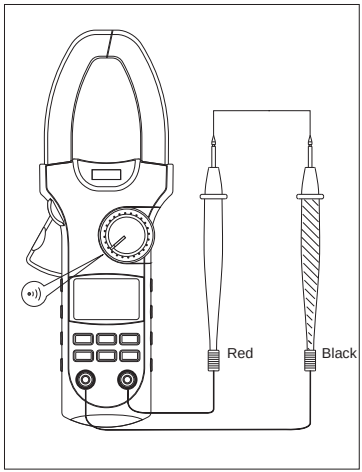

Figure 6
**D. Testing for Continuity** (see figure 6)